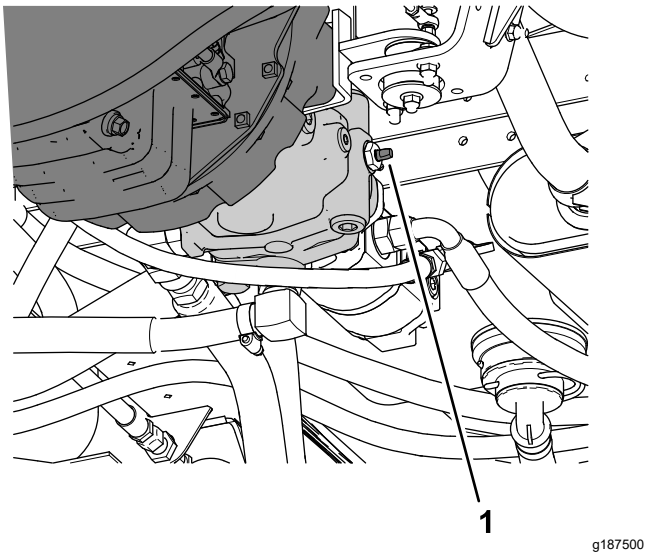

Figuur 57
3. Open de sleepklep (Figuur 57) door deze 90° in een van beide richtingen te draaien.